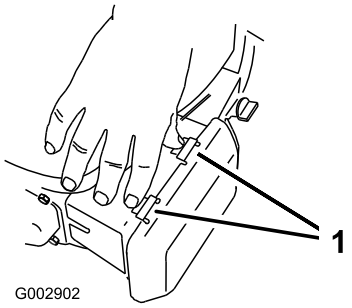

Figur 38
1. Tryk nedad på låsetapperne oven på luftfilterdækslet (Figur 38).